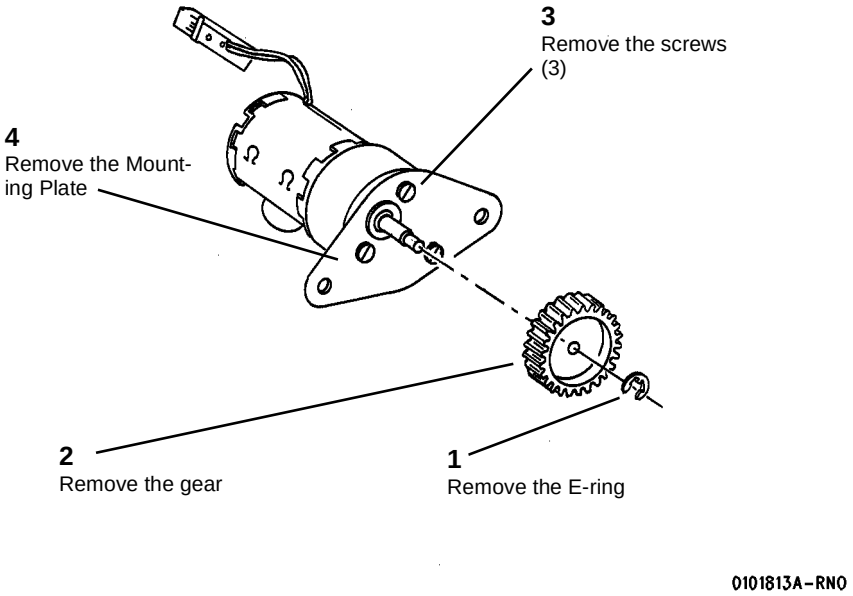

**Figure 2 Removing the Cartridge Drive Motor from the Mounting Plate**
3. (Figure 2): Remove the Cartridge Drive Motor from the Mounting Plate.